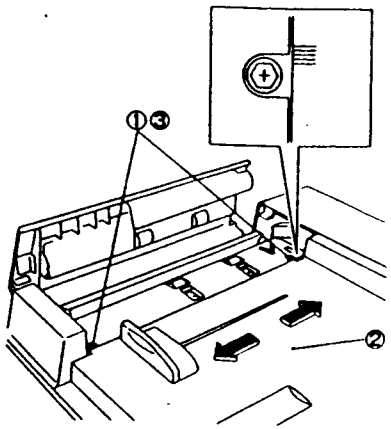

Рис. 2
1. (Рис. 2): Выполните регулировку перемещением узла входного лотка вперед или назад.
① Ослабьте винты (2).
② Сместите лоток.